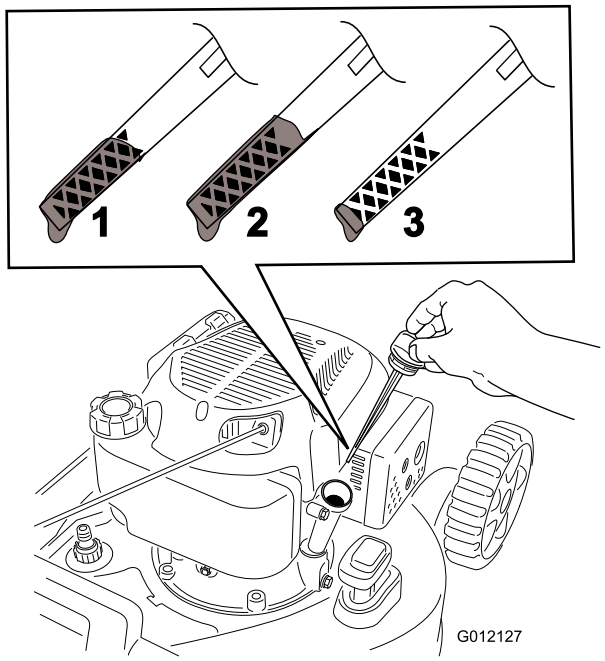

Bild 21
9. Nehmen Sie den Peilstab heraus und lesen Sie den Ölstand ab (Bild 21).